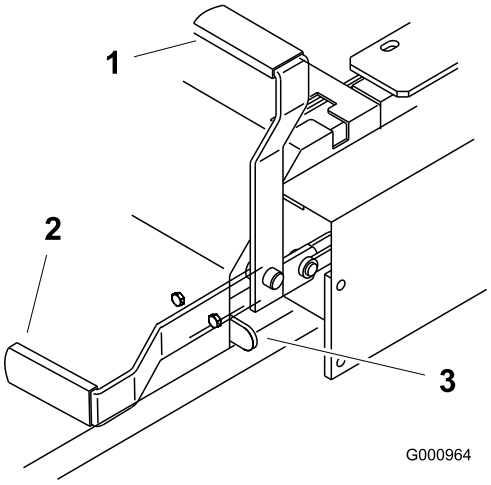

Figur 11
2. Trekk parkeringsbremsespaken tilbake og opp for å sette parkeringsbremsen (Figur 11). Parkeringsbremsespaken skal stå godt fast i tilkoblet stilling.
Skyv parkeringsbremsespaken fremover og ned for å frigjøre parkeringsbremsen (Figur 11). Parkeringsbremsen deaktiveres og spaken hviler mot bremsestopperen.